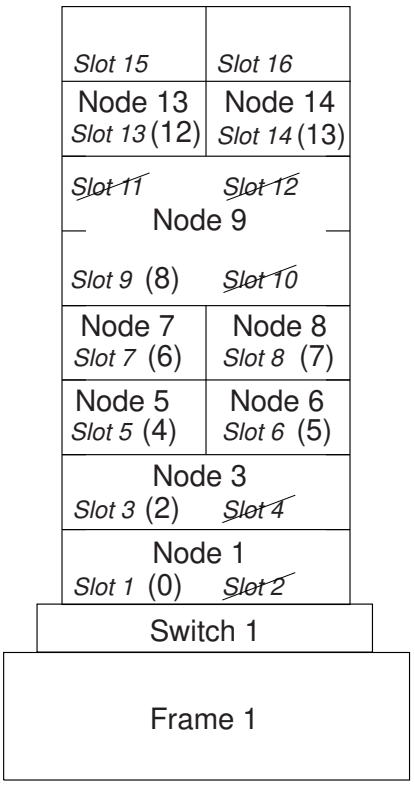
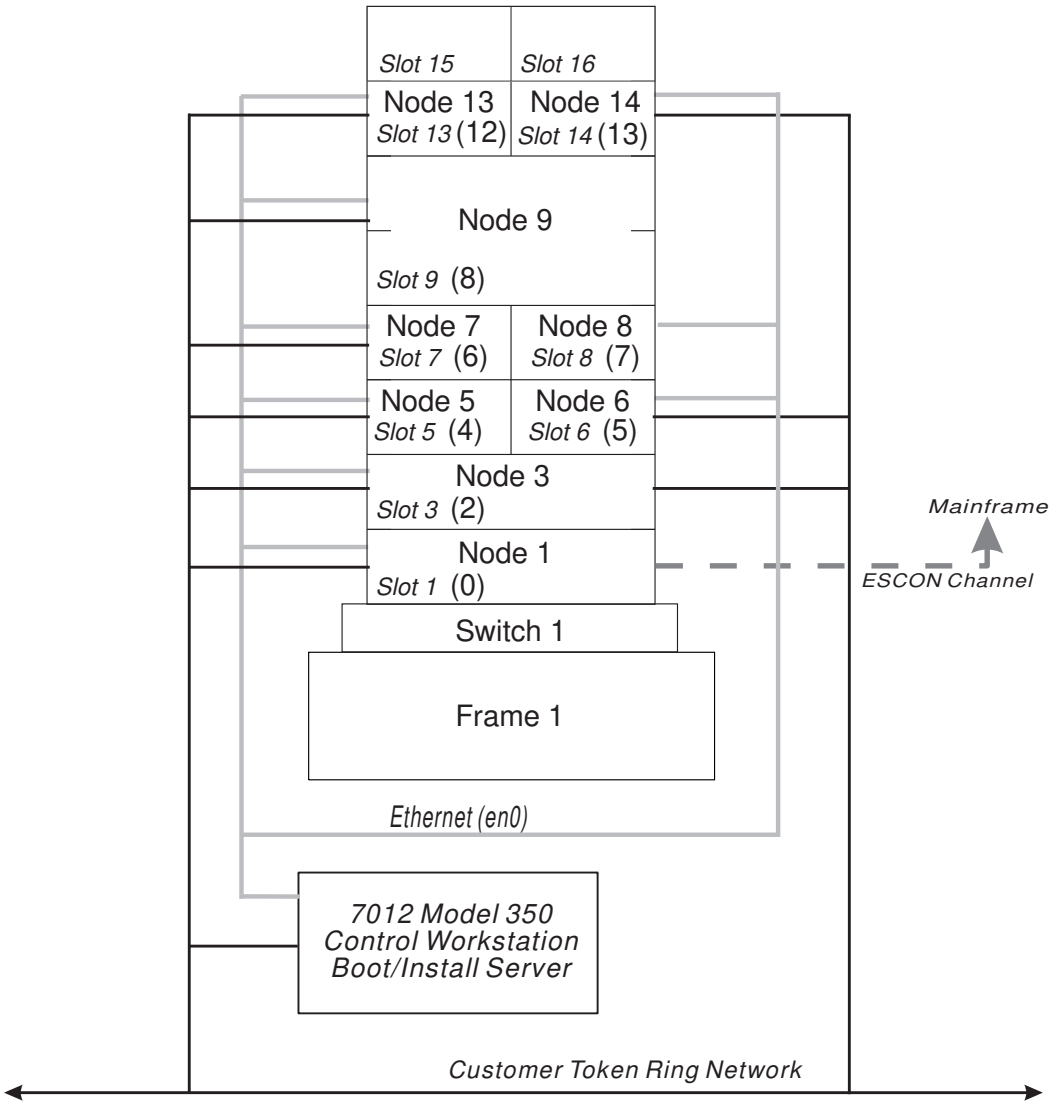

Figure 2. Node Layout Example For The ABC Corporation
Figure 3. The ABC Corporation Node Layout Example With Communications Information
Our ABC Corporation drew a network in Figure 2 on page 37 and Figure 3 on page 38. You'll fill in as many copies of Worksheets 5 and 6, Figure 55 on page 226 and Figure 57 on page 227 as you need.
2. Indicate whether each node is a wide, thin, or high node using a unique identifier for each. For example, you could represent wide nodes with a *w*, thin nodes with a *t*, and high nodes with an *h*. Slot numbers have been indicated on each frame diagram. Wide nodes occupy two slots and use the odd-numbered slot number. Cross out the even slot numbers in all wide nodes. High nodes occupy four slots. Figure 2 shows a single frame with numbered slots (numbers in parentheses are switch port numbers) for our customer, the `ABC Corporation`.
At this point, your layout should look something like Figure 3 on page 38.